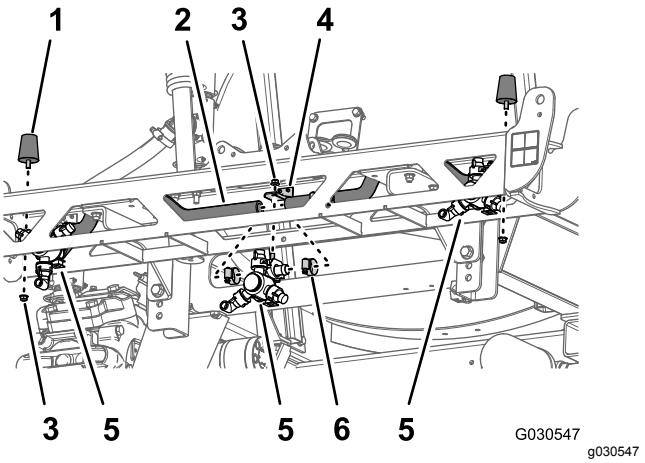

Figur 78
4. Ta bort flänslåsmuttrarna (5/16 tum) som håller fast höger och vänster stötdämpare på centersprutrampssektionens ramändar (Figur 78).
1. Ta bort de fyra slangklämmor som håller fast de tre sprutmunstyckena på slangarna (3/4 tums innerdiameter) (Figur 78).
2. Ta bort flänslåsmuttern (5/16 tum) som håller fast de tre sprutmunstyckena på centersprutrampssektionens munstycksfästen och ta bort munstyckena (Figur 78).